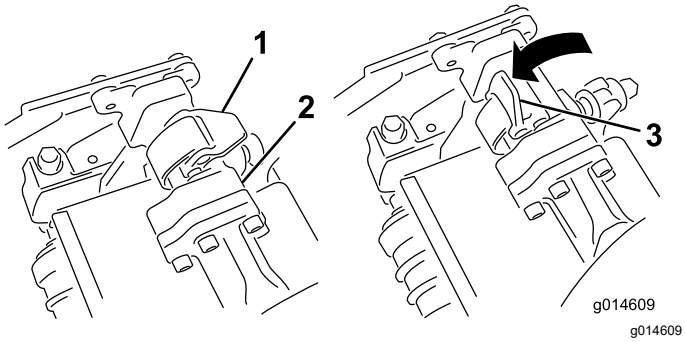
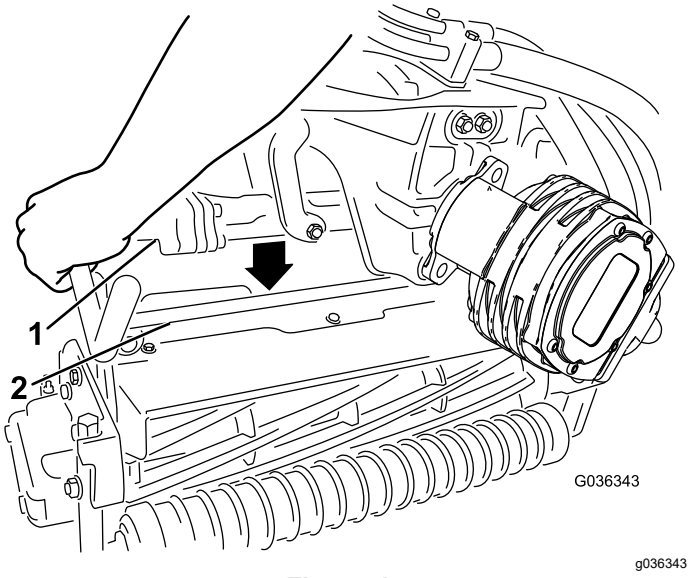

Figur 70
Figur 71
4. Öppna spärrarna på upphängningsarmstången (Figur 70) och tryck ned upphängningsarmen så att stången passar över klippenhetens båda lyftarmar, och se till så att spärrarna går under klippenhetens tvärslå (Figur 71).
5. Fäll spärrarna nedåt och runt klippenhetsstången och lås dem på plats (Figur 70).
6. Öppna spärrarna på upphängningsarmstången på den klippenhet som du tar bort (Figur 70).